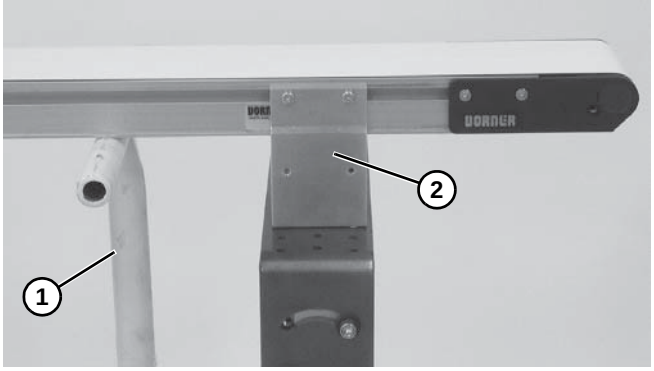

Figure 21
8. Place temporary support stands **(Figure 21, item 1)** at both ends of the conveyor.
9. Remove mounting brackets **(Figure 21, item 2)** from one side of conveyor. (Reverse steps 3 & 4 of "Mounting Brackets" on page 8.)